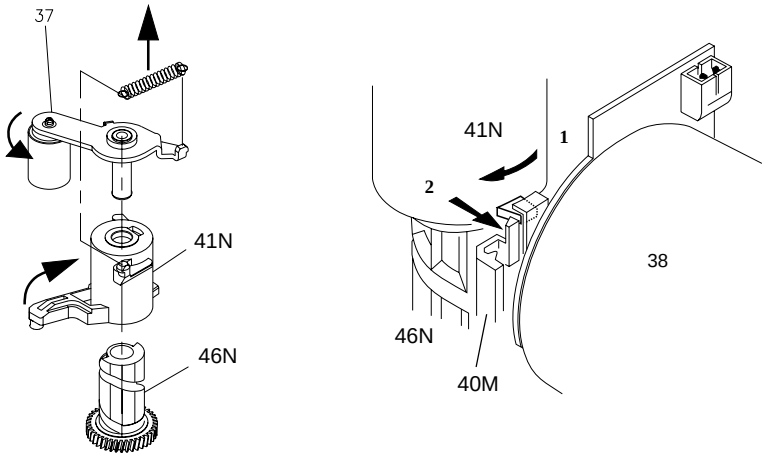

Fig. 17
- Feder der Andruckrolle aushaken und entfernen (Fig. 17).
- Führung (Pos. 41N) aus der Nut des Fädelmotorhalters (Pos. 40) aushaken und so weit im Uhrzeigersinn verdrehen, bis die Andruckrolle und die Führung (Pos. 41N) entriegelt und abgenommen werden können (Fig. 17).
- Unhook and remove the pressure roller spring (Fig. 17).
- Release the pressure roller guide (pos. 41N) from the guide in the threading motor holder (Pos. 40) and turn the pressure roller guide assembly clockwise until the pressure roller and the guide (Pos. 41N) can be released and removed (Fig. 17).